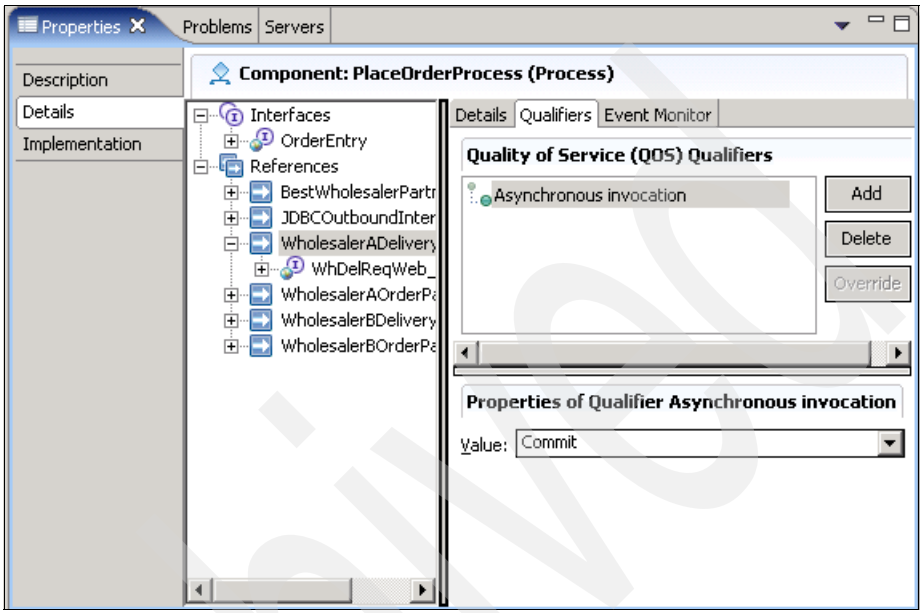

Figure 12-21 Setting a reference qualifier
g. Click the **Asynchronous Invocation** entry and change the Value field to **Commit** (Figure 12-21).